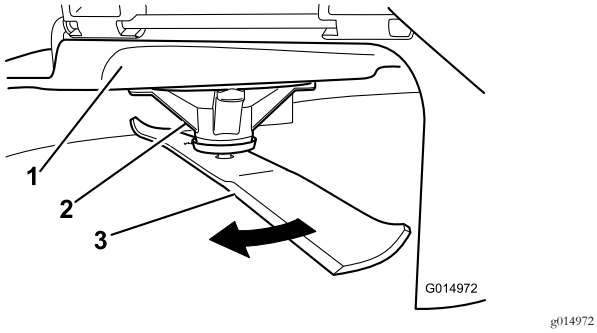

Figur 57
2. Bär tjocka vadderade handskar eller annat lämpligt handskydd och rotera långsamt kniven till ett läge som gör det möjligt att mäta avståndet mellan knivseggen och den plana yta som maskinen står på (Figur 57).